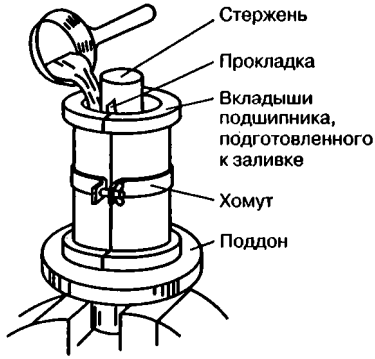

Рис. 31.5. Ручная заливка баббитом подшипника скольжения
*В процессе заливки баббита во вкладыши нужно следить, чтобы его струя была равномерной и не прерывалась (**рис. 31.5**).*